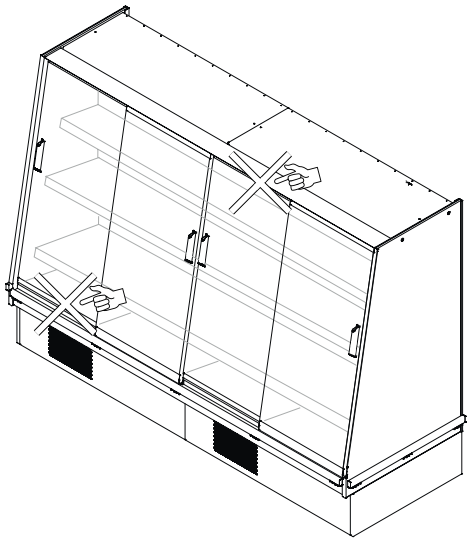

Fig. 14
- La marchandise ne bouche pas le flux d'air réfrigéré ("Fig. 14")